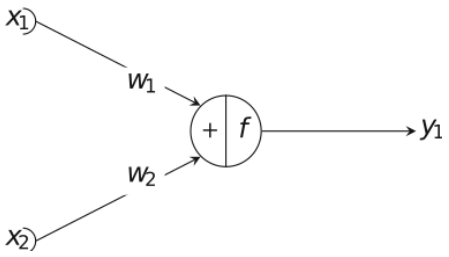

Fig. 3 : Modèle de perceptron à deux entrées
- Implantez le modèle de perceptron à deux entrées (voir Fig. 3) en assignant des poids w_1 et w_2 différents. Illustrer que le capteur associé au poids plus fort a une plus ample influence sur la sortie.